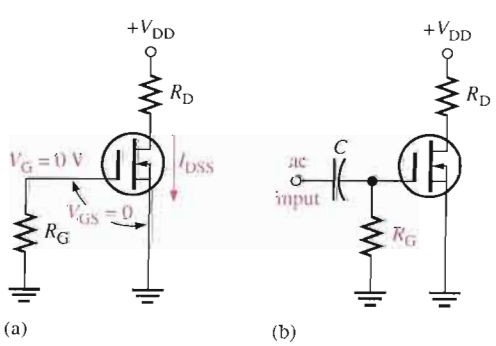

FIGURE 7–42
Recall that D-MOSFETs can be operated with either positive or negative values of V_{GS}. A simple bias method is to set $V_{GS} = 0$ so that an ac signal at the gate varies the gate-to-source voltage above and below this 0 V bias point. A MOSFET with zero bias is shown in Figure 7–42(a). Since $V_{GS} = 0$, $I_D = I_{DSS}$ as indicated. The drain-to-source voltage is expressed as follows:
The purpose of R_G is to accommodate an ac signal input by isolating it from ground, as shown in Figure 7–42(b). Since there is no dc gate current, R_G does not affect the zero gate-to-source bias.
Determine the drain-to-source voltage in the circuit of Figure 7–43. The MOSFET data sheet gives $V_{GS(off)} = -8$ V and $I_{DSS} = 12$ mA.
▶ **FIGURE 7–43**
Related Problem Find V_{DS} in Figure 7–43 when $V_{GS(off)} = -10$ V and $I_{DSS} = 20$ mA.
Recall that E-MOSFETs must have a V_{GS} greater than the threshold value, $V_{GS(th)}$, so zero bias cannot be used. Figure 7–44 shows two ways to bias an E-MOSFET (D-MOSFETs can also be biased using these methods). An *n*-channel device is used for purposes of illustration. In either the voltage-divider or drain-feedback bias arrangement, the purpose is to make the gate voltage more positive than the source by an amount exceeding $V_{GS(th)}$. Equations for the analysis of the voltage-divider bias in Figure 7–44(a) are as follows: